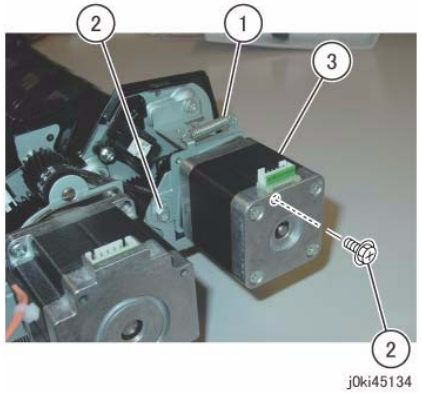

Figure 1 Remove the DADF Reg Motor
11. Remove the DADF Reg Motor. (Figure 1)